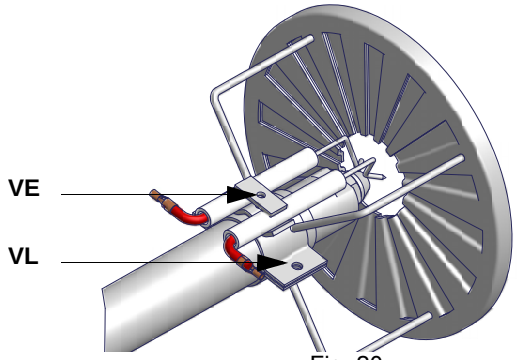

Fig. 20
- Svitare i connettori nafta **E** (Fig. 20) che fissano i flessibili nafta alla lancia L e rimuovere il gruppo completo come mostrato in figura.